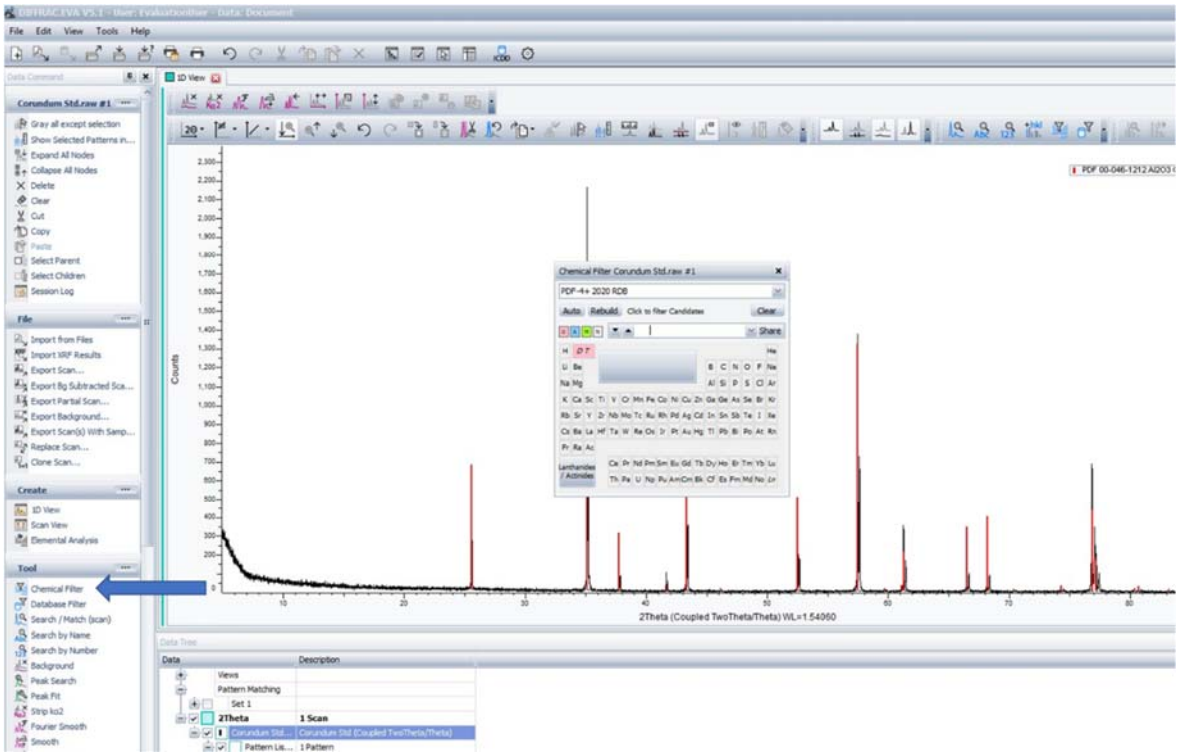

Figure 14. Chemical Filter
7. Filters can also be used to help facilitate a more accurate match. To use a Chemical filter, select “Chemical Filter” from the left side of the screen (Figure 14).